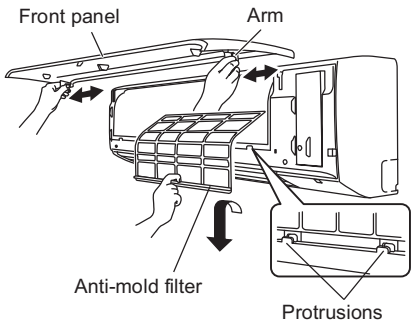

Fig. 1-65
If the front panel is difficult to remove, grasp both ends of it and lift it up slightly. Move it to the left and disengage the left arm, then move it to the right and disengage the right arm. (Fig. 1-65)
(2) Lift the anti-mold filter up slightly to disengage it from the protrusions on the unit, and then pull downward to remove the filter from the unit. (Fig. 1-65)